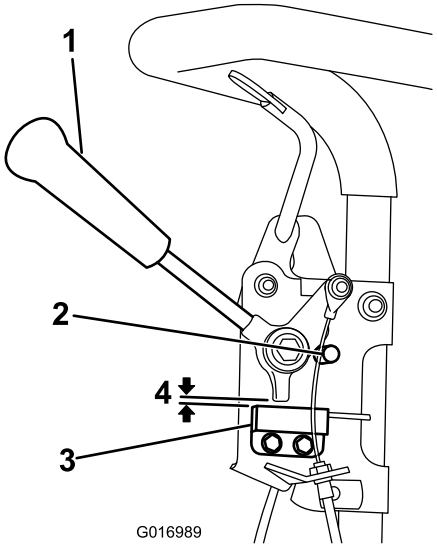

Figur 29
1. Påse at motoren er av og trekkspaken er frakoblet og hvilet mot fri-stopp (Figur 29).
2. Løsne monteringsfestene til sperrebryterne (Figur 29).
3. Plasser et 0,8 mm tykt mellomlegg mellom trekkspaken og sperrebryteren (Figur 29).